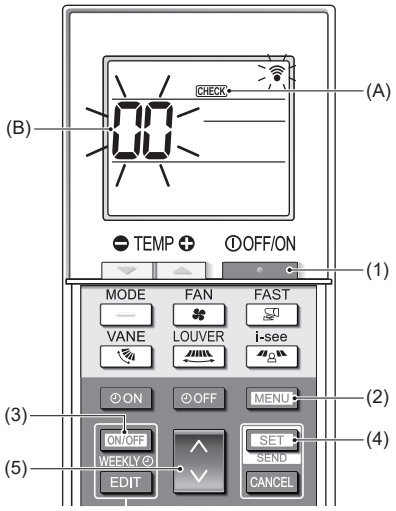

Abb. 7-5
■ **Selbstprüfung (Abb. 7-5)**
1. Drücken Sie die Taste [ ] (1), um die Klimaanlage anzuhalten.
- Wenn der Wochen-Timer aktiviert ist (WEEKLY eingeschaltet ist), drücken Sie die Taste [ON/OFF WEEKLY] (3), um ihn zu deaktivieren (WEEKLY ist ausgeschaltet).
2. Drücken Sie die Taste [MENU] (2) 5 Sekunden lang.
- CHECK (A) leuchtet auf und das Gerät tritt in den Selbstprüfungsmodus ein.
3. Drücken Sie die Taste [▲▼] (5) zum Auswählen der Kältemitteladresse (M-NET-Adresse) (B) des Innengeräts, für das die Selbstprüfung ausgeführt werden soll.
4. Drücken Sie die Taste [SET] (4).
5. Drücken Sie die Taste [ ] (1).
- CHECK (A) und die Kältemitteladresse (M-NET-Adresse) (B) erlöschen; die Selbstprüfung ist beendet.